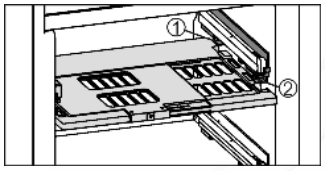

Fig. 13
▶ Установка пластины регулировки влажности: поперечные ребра крышки на пластине вставить через низ в задний держатель *Fig. 13 (1)* и защелкнуть спереди на держателе *Fig. 13 (2)*.